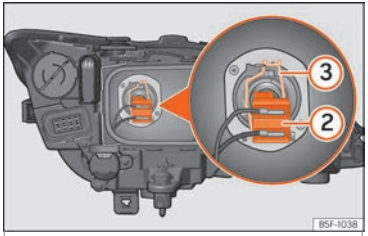

Fig. 107 Dipped beam headlights.
– Remove connector ››› Fig. 107 (2) from the bulb.
– Unclip the retainer spring ››› Fig. 107 (3) pressing inwards to the right.